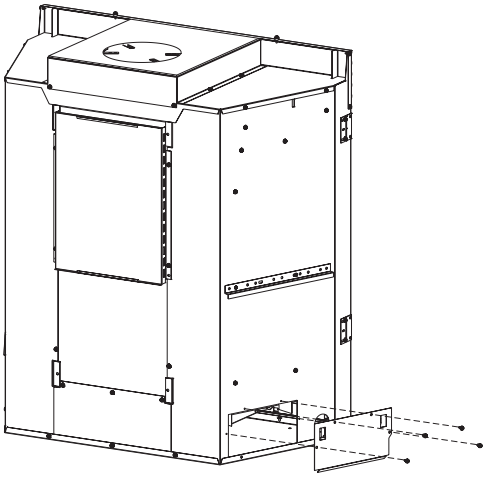

Figure 1
1. With power completely turned off, remove plate and four screws from left panel. **See Figure 1.**